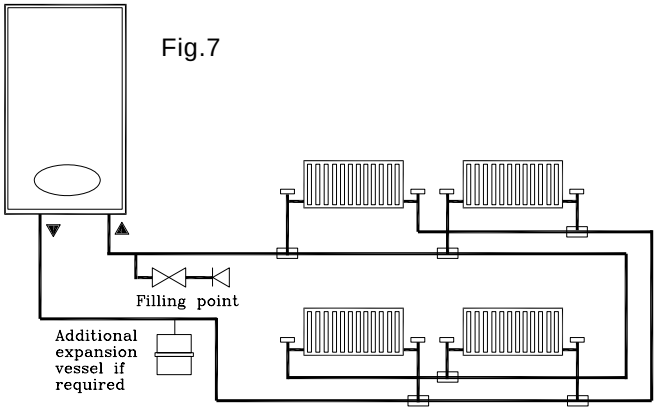

Fig.7
It can accept up to 7 lts of expansion water. If the appliance is connected to a system with an unusually high water content, calculate the total expansion (see table 2) and add additional sealed expansion capacity as appropriate (Fig. 7). In general, modern systems below 7 litre should not present any problem.
B) Where fitting of a make up vessel would be difficult, re pressurisation of the system can be done. See section on FILLING. If the capacity of the central heating system should exceed 110 Litres, an additional vessel should be installed on the return to the combination boiler from the heating system (Fig. 7). Guidance on vessel sizing is given in (Table 2).